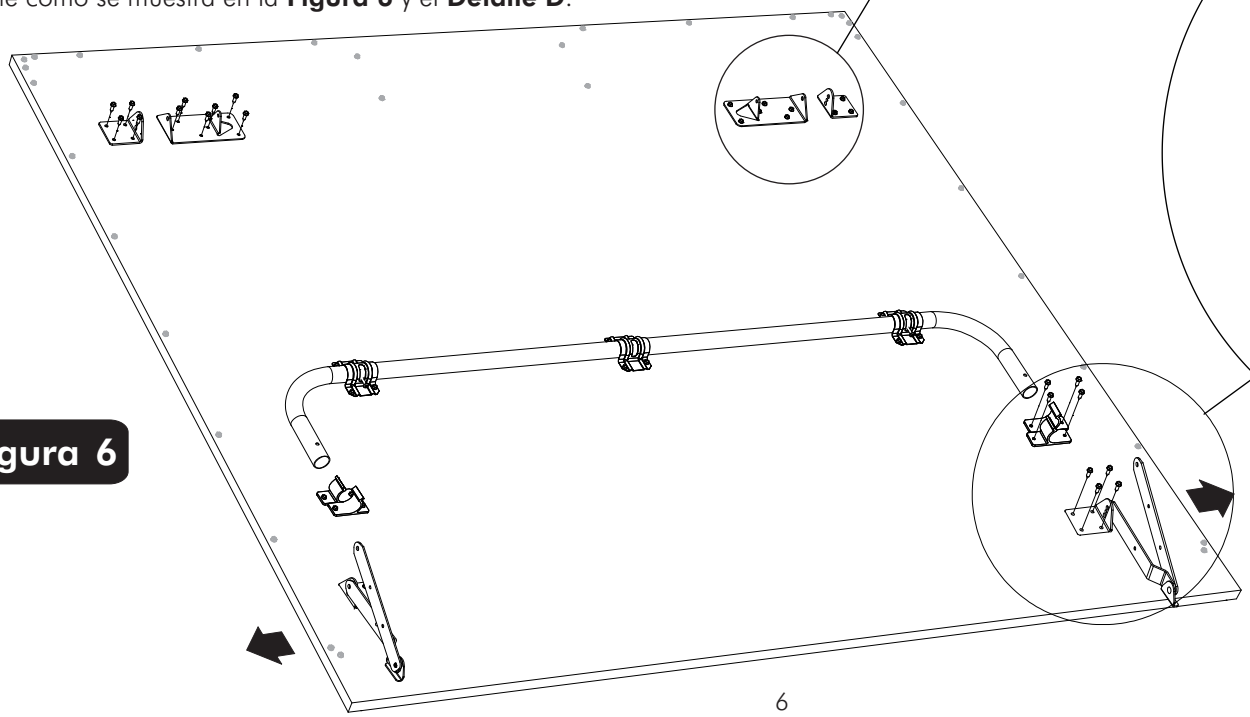

Figura 6
10. Ensamble las partes a la base del tablero con los Tornillos (#5) como se muestra en la **Figura 6**, **Detalle C** y **Detalle D**.
b) Alinee los orificios de los dos Clips de Plástico (#6) con los orificios de guía del tablero. Asegúrese de que los dos Clips de Plástico (#6) estén puestos exactamente como se muestra en la **Figura 6** y el **Detalle D**.
c) Alinee los orificios de la Bisagra (#18) con los orificios de guía que están en el tablero. Asegúrese que la bisagra este dirigida hacia el exterior de la mesa y que se coloque exactamente como se muestra en la **Figura 6** y el **Detalle D**.